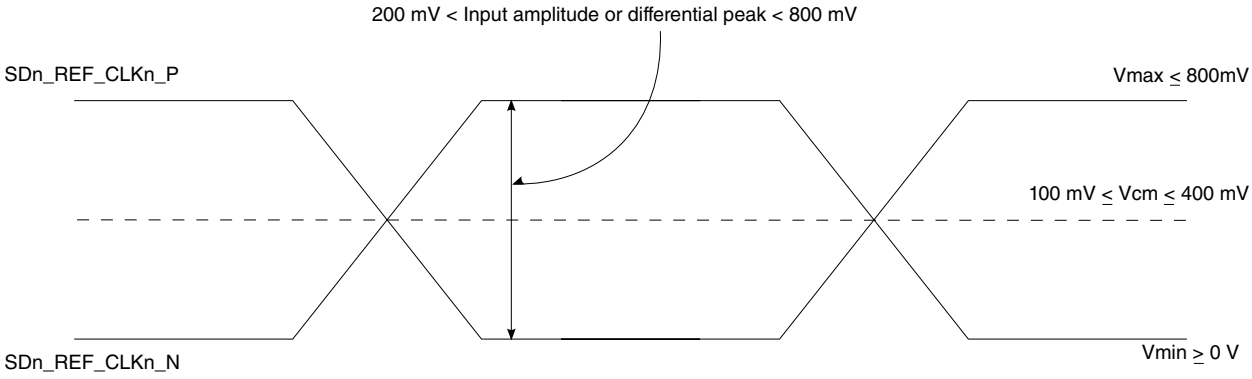

Figure 39. Differential reference clock input DC requirements (external DC-coupled)
- For an external DC-coupled connection, as described in SerDes reference clock receiver characteristics on page 125, the maximum average current requirements sets the requirement for average voltage (common mode voltage) as between 100 mV and 400 mV. Figure 39. on page 127 shows the SerDes reference clock input requirement for DC-coupled connection scheme.